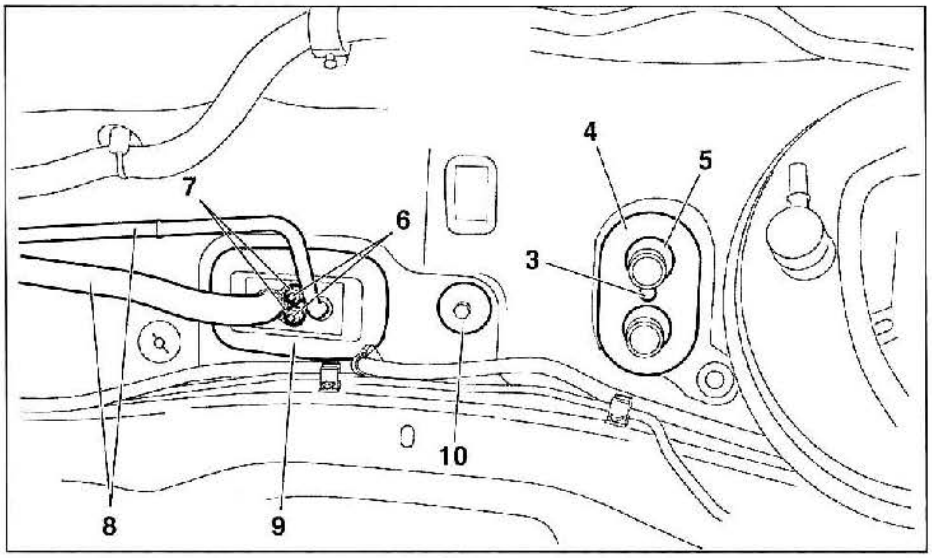

FIG. 22
• Desmontar el tornillo (3) **(fig. 22).**
• Desmontar la placa de sujeción (4) y la junta de estanqueidad (5).
• Con un casquillo Torx (FacomRTX4), sujetar el extremo de los espárragos (6) y desenroscar las tuercas (7) con una llave fija de 10 mm.
• Separar las tuberías (8) de las bridas de sujeción en el motor y en la aleta delantera.
• Separar las tuberías de la válvula de expansión con la junta de estanqueidad (9) tirando del eje de la válvula de expansión.
• Con un casquillo Torx (Facom RTX4), mantener el extremo de los espárragos (6) y desenroscar las tuercas (7) con una llave fija de 10 mm **(fig. 22).**